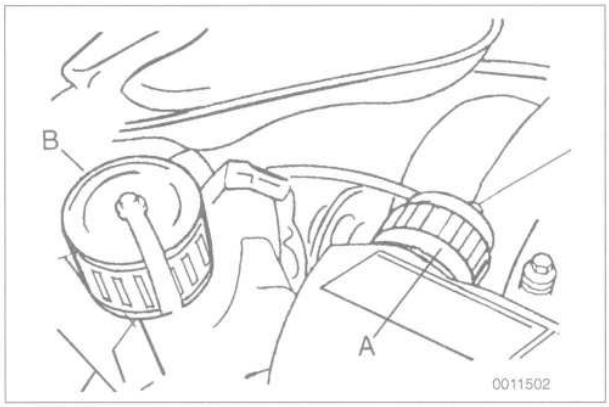

Fig. 31. Main engine wiring harness connector (**A**) and diagnostic connector (**B**) at rear of engine compartment.
13. Separate main wiring harness plug. Unclip diagnostic connector from bracket. See Fig. 31.